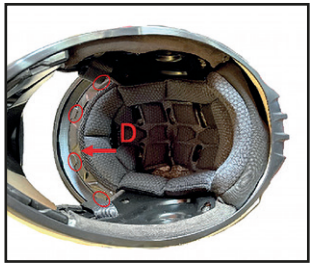

Fig. 4
3.2 Setzen Sie den Kunststoffrahmen in die Frontseite **D** ein und befestigen diesen in den Sitz der Innenschale. (Abb.4).
3.2 Placez le support en plastique à l'avant **D** et fixez-le au support de fixation en polystyrène. (Fig. 4)
3.2 Coloque el marco de plástico en la parte delantera **D** y fíjelo al asiento unidoal forro EPS. (Fig. 4)